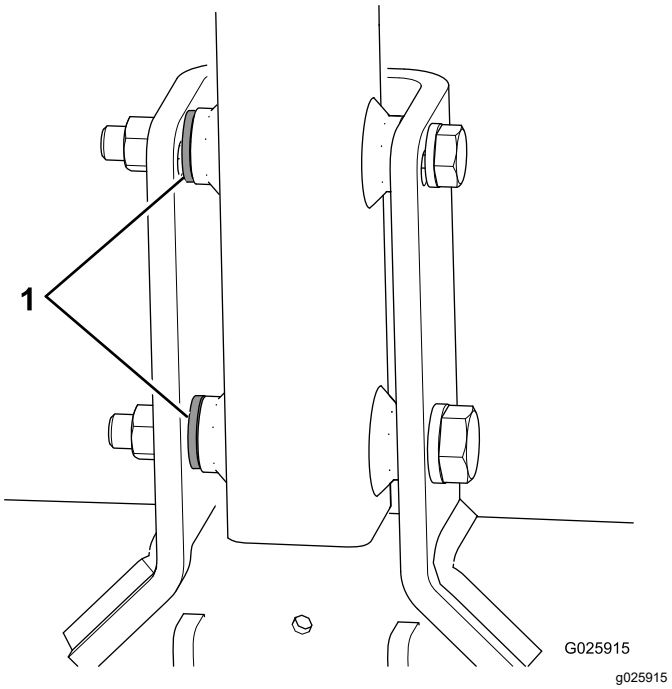

Rysunek 6
- Jeśli do urządzenia do każdej śruby dołączono trzecią podkładkę, użyj tych podkładek jako przekładek między zaczepem a wewnętrzną powierzchnią wspornika obrotowego haka (Rysunek 6).